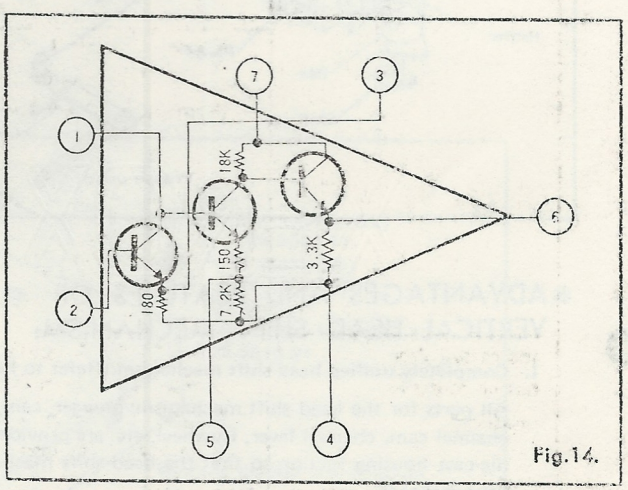

Fig.14.
*IC EMPLOYED IN THIS UNIT: (Refer to Fig. 14)
The ICs achieve the same performance as that of a circuit using 3 transistors and 5 resistors as shown in Fig. 14.